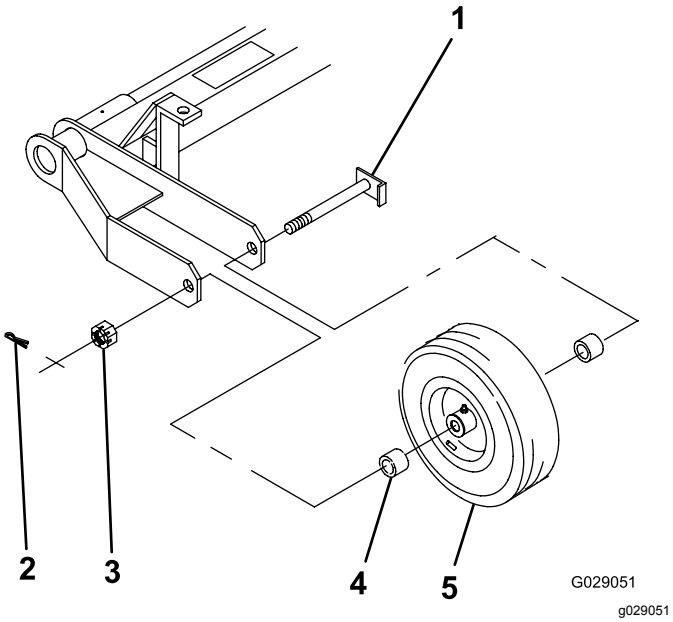

Rysunek 3
1. Umieść zespół koła i 2 dystansowniki (po jednym po każdej stronie piasty koła) wewnątrz ramy w sposób pokazany na Rysunek 3.
2. Przełóż oś przez ramę, dystansowniki i koło (Rysunek 3).
3. Nakręć na oś nakrętkę koronową (Rysunek 3) i dokręć ją kluczem z momentem od 8 do 20 N·m.
7. Włóż zawleczkę (Rysunek 3).